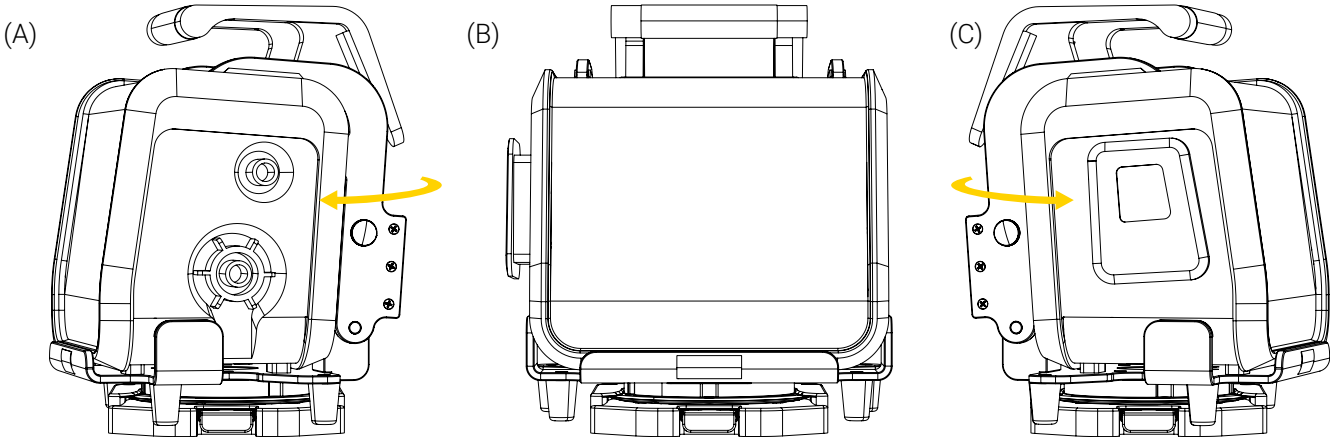

Figure 9: Rotation de l'appareil médical sur une Standard Surface Base
3. Tourner l'appareil médical dans le sens horaire ou antihoraire, jusqu'à la position désirée (Figure 9).